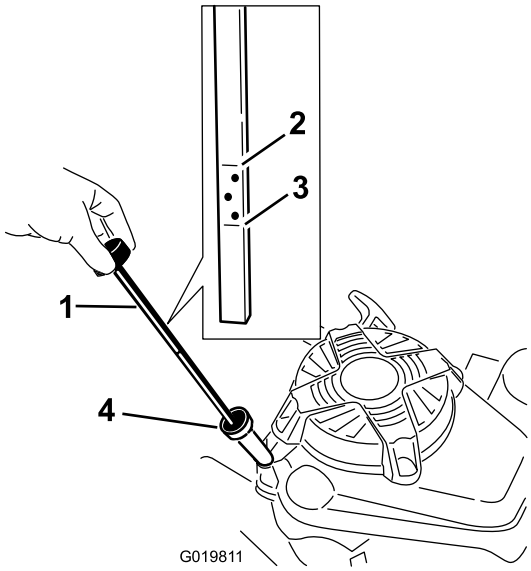

Рисунок 4
3. В случае отсутствия масла в картере двигателя залейте в него масло через маслозаливную горловину примерно на 3/4 объема картера. (Рисунок 4).
6. Определите уровень масла по отметкам на щупе (Рисунок 4).